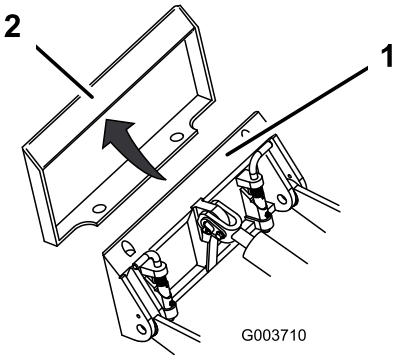

Figure 14
4. Placez la plaque de montage dans le bord supérieur de la plaque réceptrice de l'accessoire (Figure 14).